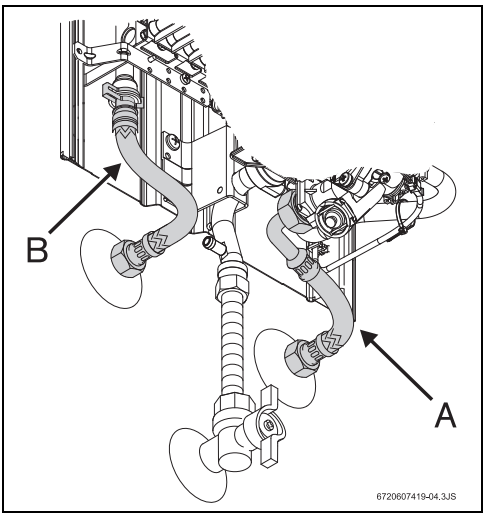

Рис. 13 Подключение подачи воды
- Следить за тем, чтобы при подключении не перепутать место подсоединения водопровода холодной воды (рис. 13,[поз. A])не поставляется с оборудованием) с местом подсоединения водопровода горячей воды (рис. 13, [поз. B]).